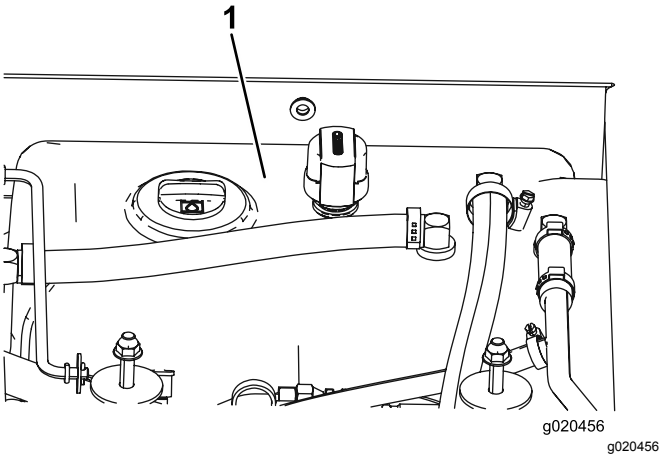

Figur 100
4. Fyll beholderen (Figur 100) med hydraulikkvæske, se Kontrollere hydraulikkoljen (side 68).